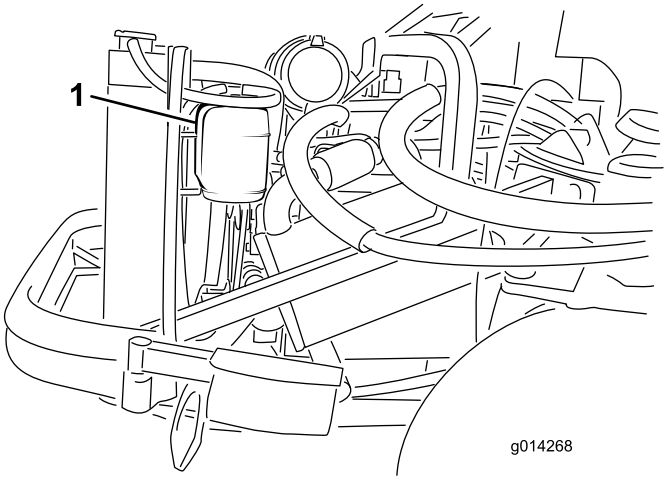

**Figur 53**
1. Kontroller kølevæskestanden i ekspansionsbeholderen (Figur 53). Væskestanden skal være mellem mærkerne på siden af beholderen.